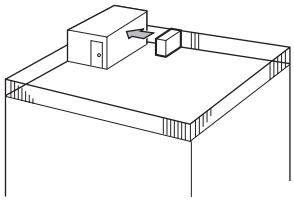

Fig. 2-3
① Positionner la sortie d’air vers le mur le plus proche et à environ 500 mm, 19-11/16 inch de celui-ci. (Fig. 2-3)